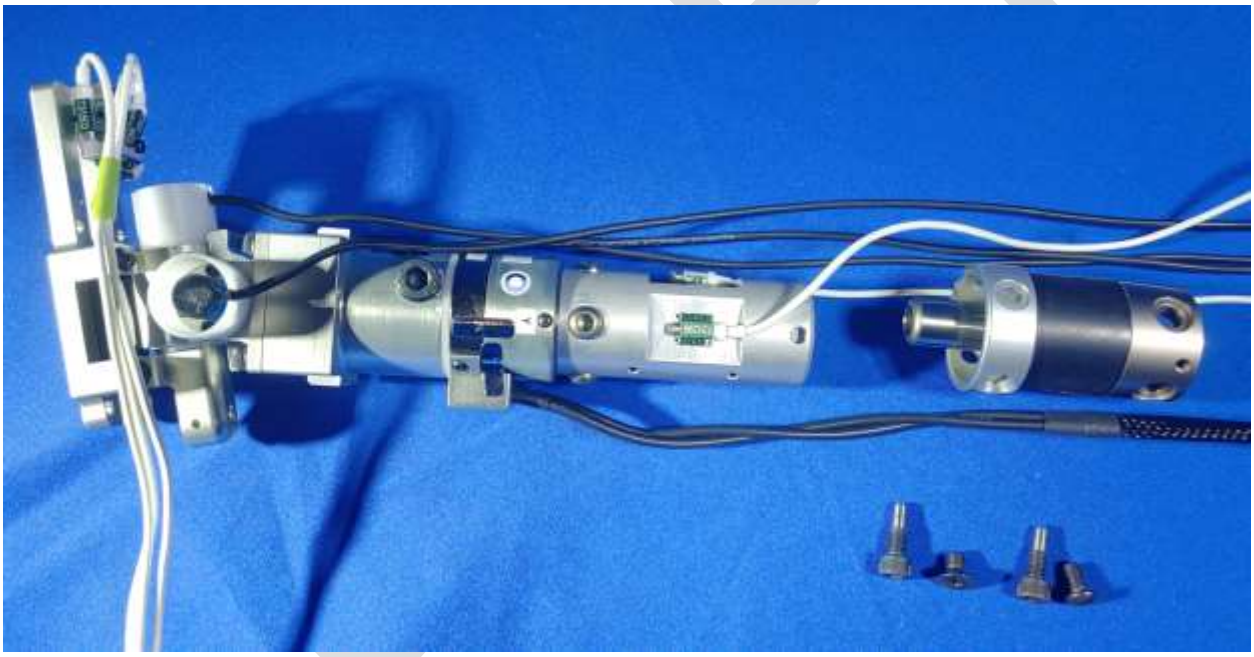

Figure 9-5. Remove the tibia compliant element assembly (474-5508) from the lower tibia shaft (474-5540).
9.5.4 Remove the tibia compliant element assembly (474-5508) from the lower tibia shaft (474-5540) by removing the tibia plunger pins (474-5512), M6 X 1 X 10 FHCS, and M6 X 1 X 10 BHCS (Figure 9-5).